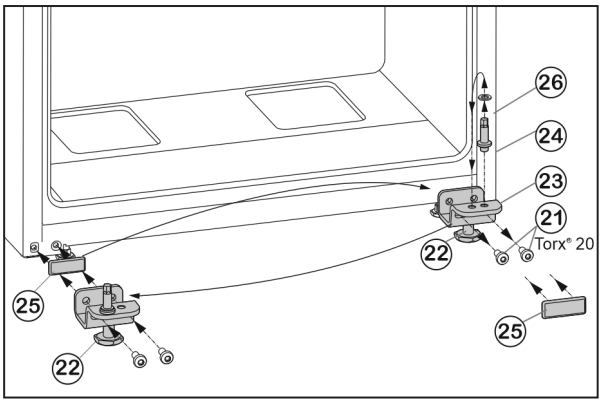

Fig. 9
▶ Deșurubați șuruburile de fixare *Fig. 9 (21)*.
▶ Scoateți suportul lagărului inferior *Fig. 9 (23)* complet cu bolțul suportului *Fig. 9 (24)*, șaiba *Fig. 9 (26)* și piciorul reglabil *Fig. 9 (22)*.
▶ Deșurubați bolțul suportului *Fig. 9 (24)* complet cu șaiba *Fig. 9 (26)*, montați-o invers în orificiul de preluare a suportului lagărului și strângeți din nou ferm.
▶ Scoateți cu precauție placa de mascare *Fig. 9 (25)* și instalați-o pe partea opusă.
▶ Înșurubați din nou ferm suportul lagărului inferior *Fig. 9 (23)* complet, cu bolțul suportului *Fig. 9 (24)*, șaiba *Fig. 9 (26)* și piciorul reglabil *Fig. 9 (22)* pe noua parte a șarnierei, este cazul cu ajutorul unei mașini de înșurubat **(cu 4 Nm)**.
▶ Așezați ușa de sus pe bolțul șurubului *Fig. 9 (24)*.
▶ Deșurubați piciorul reglabil *Fig. 9 (22)* de la suportul lagărului inferior *Fig. 9 (23)*, până când acesta se așează pe sol.